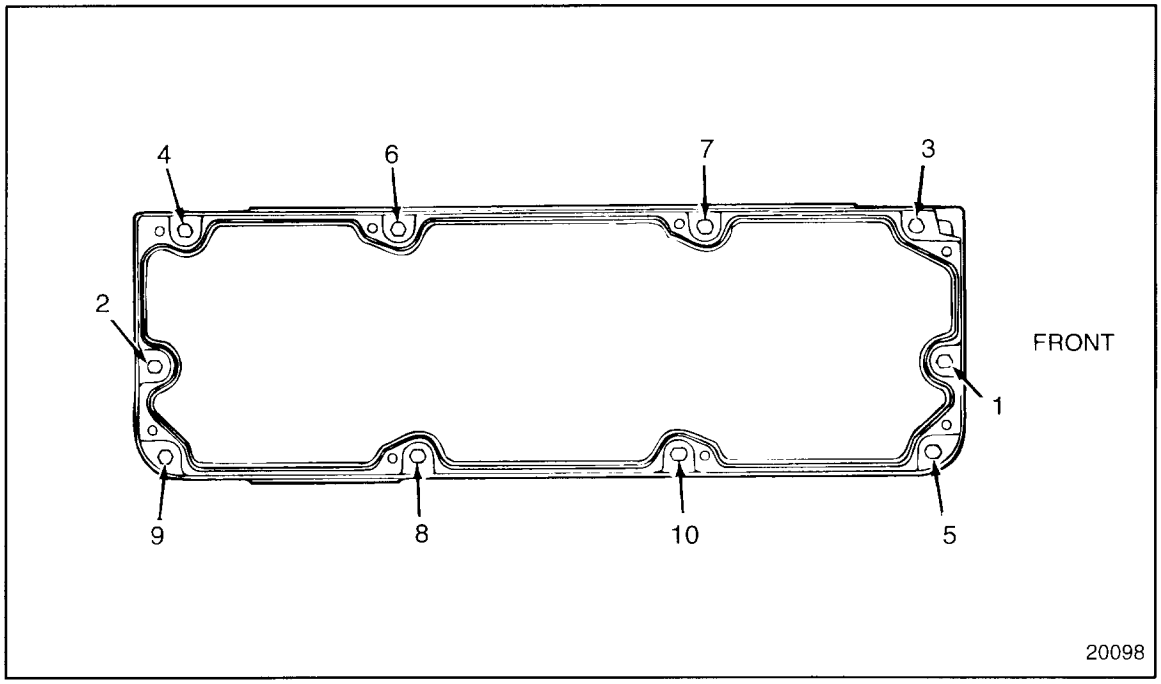

Figure 1-115 Rocker Cover Base Bolt Tightening Sequence
5. Torque the ten rocker cover base hold-down bolts to 30-38 N·m (22-28 lb·ft). See Figure 1-115.